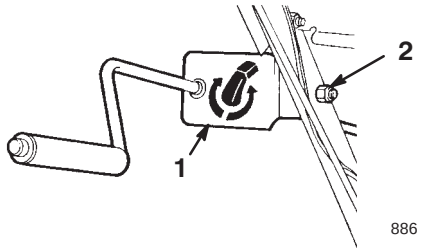

Figur 14
1. Monter sjaktkontrollbraketten og staget på venstre side av håndtaket med bolten og låsemutteren, som vist i figur 14.